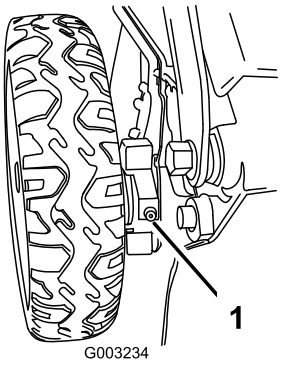

Figuur 40
1. Veeg de smeernippels aan de binnenkant van de achterwielen af met een schone doek (Figuur 40).